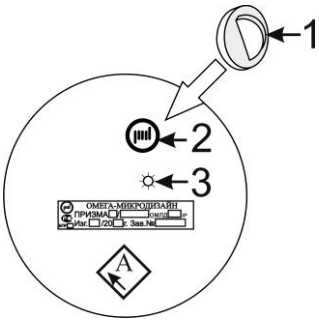

Рис. 6.8
ски при повышении температуры окружающей среды выше - 20°С. Кабель для внешних соединений и подключений выводится из нижней части корпуса. В нижней торцевой части корпуса также размещен шарнирный стержень для крепления в юстировочном механизме. Универсальный юстировочный механизм (наконечник) входит в состав кронштейнов КВЗ-3/0,2 (0,3; 0,4; 0,5; 0,5Т) рис. 6.6 для крепления на заграждения и стены, и в состав переходного КВЗ-3/0 (см. рис.6.7) для крепления на все виды УЗК, кронштейнов и стоек, выпускаемых ГК «Омега-микродизайн». Для установки блока БПРМ (БПРД) на кронштейне КВЗ-3/0 (0,2; 0,3; 0,4; 0,5; 0,5Т) необходимо выкрутить зажимной болт на наконечнике до освобождения места под шарнирный стержень, затем установить в его паз шарнирный стержень и затянуть болт до жёсткого закрепления шара стержня в пазе. Имеется возможность визуального контроля работоспособности БПРД с помощью встроенного светодиодного индикатора 3 и прилагаемого в комплекте извещателя магнита 1 (см.рис. 6.8). На тыльной стенке кожуха нанесено наименование блока и заводской номер. Конструкция БПРМ отличается от БПРД присутствием на тыльной поверхности органов управления и индикации (см. рис. 6.9а), защищенных от внешних воздействий защитной крышкой. С внутренней стороны, которой имеется радиотражающий элемент. При установке защитной крышки на стенку необходимо соблюдать правильность её установки (верх-низ, т.е. логотип и наименование не должны быть перевернуты) (см. рис. 6.9б). Ромб (квадрат) обозначенный «А» на тыльных стенках БПРМ и БПРД указывает на ориентацию антенны в блоке и соответственно на ее поляризацию (□ вертикальная или горизонтальная, ◇наклонная ~ 45°).
6.3.3.1 На тыльной стенке кожуха БПРД имеется окно встроенного светодиода 3 для визуального контроля работы, для чего к фирменному значку 2 на тыльной стенке БПРД необходимо приложить и удерживать во время контроля магнит 1 (см. рис. 6.8). В случае нормальной работы БПРД, светодиод методично мигает с периодом около 1 сек. На шасси БПРМ расположены три синих индикатора «0» (нулевой разряд сигнала), «1» (первый разряд), «2» (второй разряд) и двухцветный (синий/красный) «3» (3с/3к), регулятор чувствительности извещателя «Рег» «Реж». Вблизи индикатора «3» находится окно **инфракрасного датчика** положения крышки (открыта – закрыта). Извещатель формирует сигнал ТРЕВОГА специальным сообщением по RS-485 и, если это предусмотрено конструкцией, размыканием контактов выходного реле при открывании защитной крышки БПРМ и БМР (датчика положения крышки БПРМ). Четырехклавишные переключатели управления режимами работы извещателя расположены в БМР и БДР.